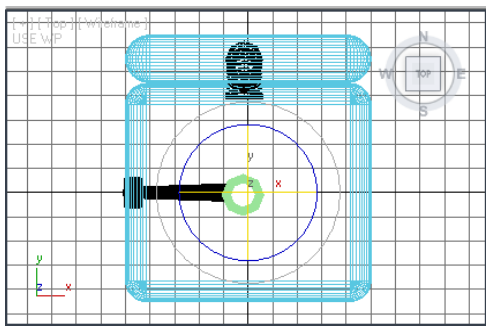

Figure 3-51 *A circular gizmo displayed at the location of the working pivot point*
23. Activate the Top viewport and then choose the **Select and Rotate** tool; a circular gizmo is displayed, as shown in Figure 3-51.